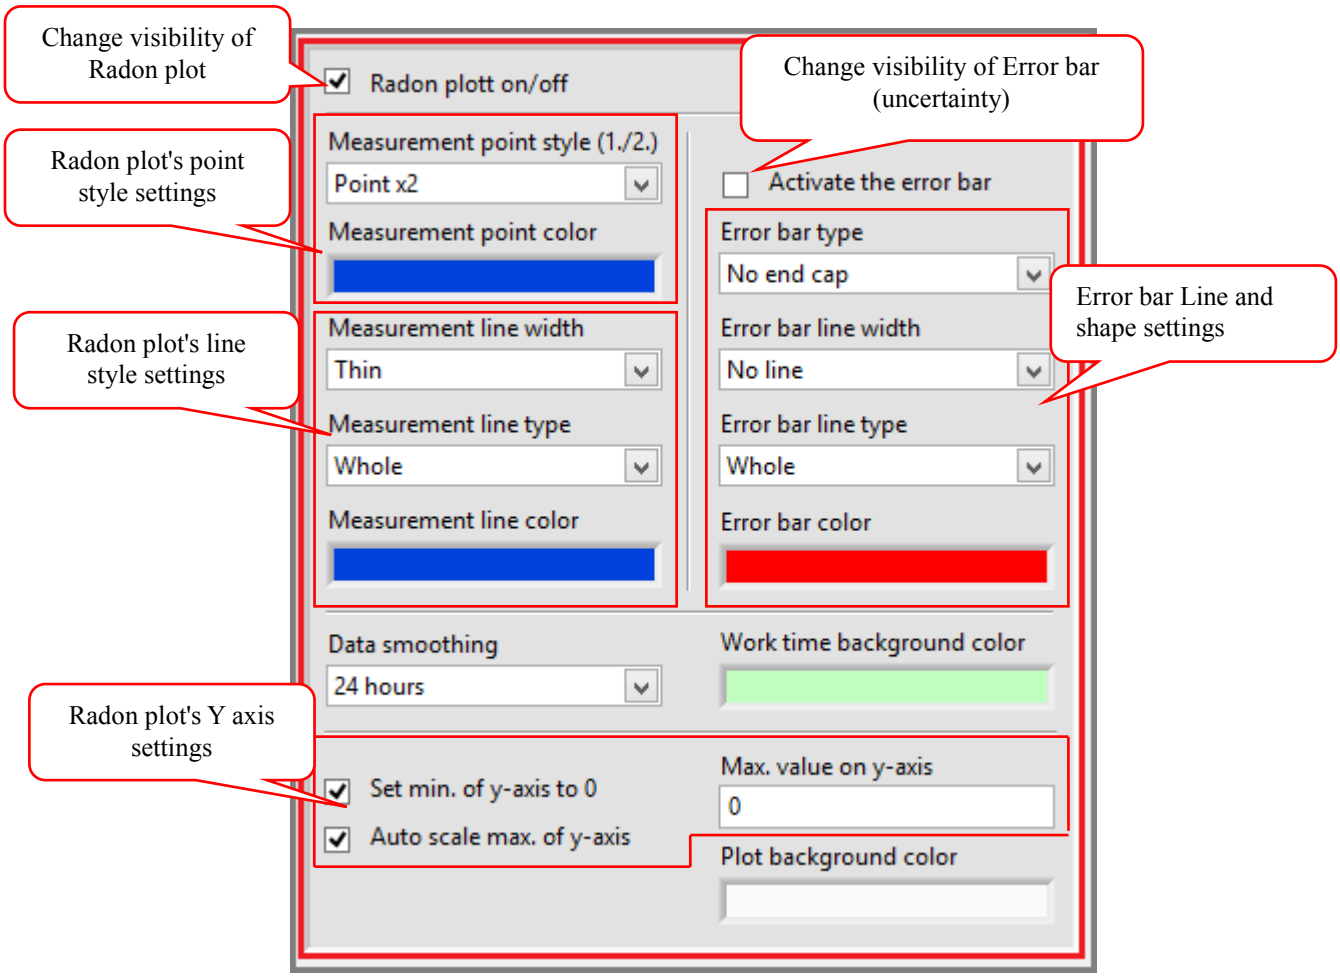

Figure 4-15: Plot TAB-Plot Options Left section
a) The Left section is used to customize the **Plot settings for Radon Concentration** only. Refer Figure 4-15.